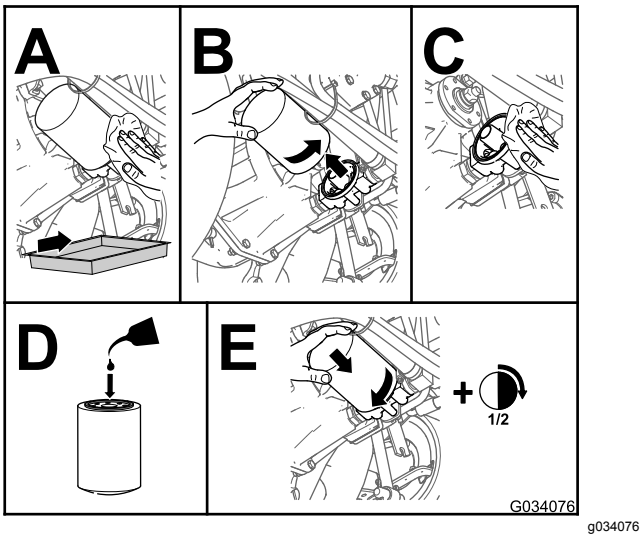

Figur 84
4. Udskift hydraulikfilteret (Figur 84).